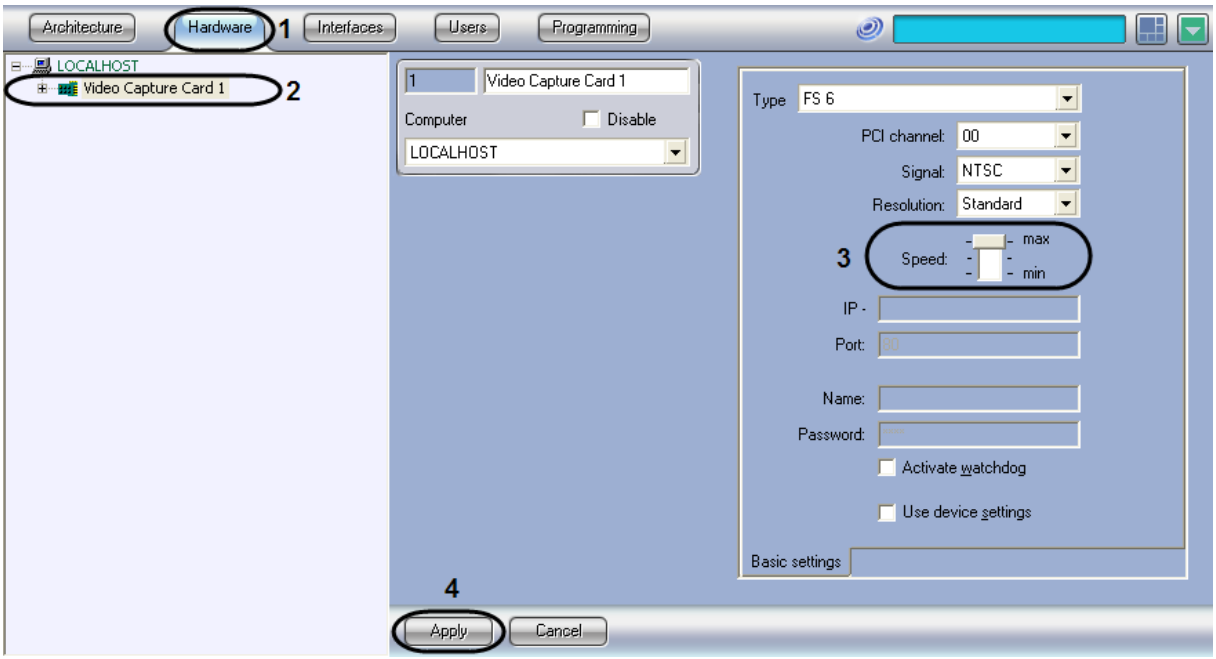

Figure 8.4-9 Changing the frame scaling
1. Go to the "Hardware" tab in the "System settings" dialog box (Figure 8.4-9, 1).
2. Select the relevant “Video Capture Card” object, created before, in the “Hardware” tab in the objects tree (Figure 8.4-9, 2). The settings panel for the selected object is displayed in the right part of the “Hardware” tab.
3. If it is necessary to increase the total frame rate up to the maximum allowed value, move the “Speed” slider to the “Max” position (Figure 8.4-9, 3).
6. Click the “Apply” button (Figure 8.4-9, 4).